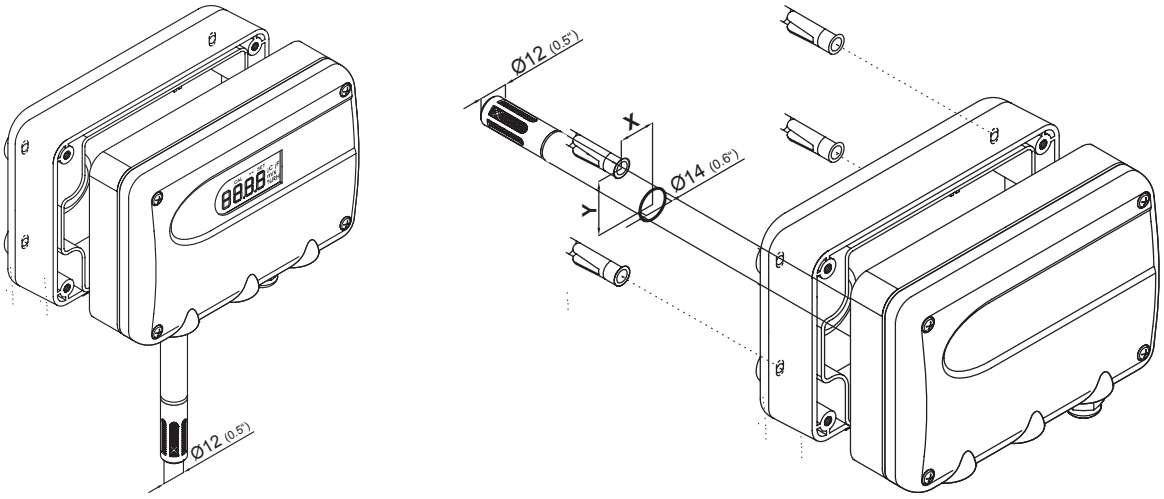

Fig. 7 T1 Wall mount T2 Duct mount
1. Only for model T2 (duct mounting). Drill the hole for inserting the probe into the duct wall,Fig. 7 on page 11. The relevant position of top left mounting screw of the back cover with respect to the probe center: